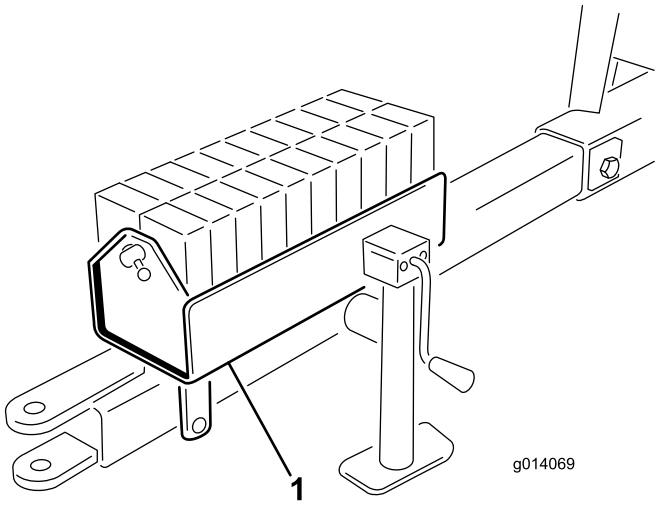

Figuur 6
5. Vul de gewichtsbehuizing met de gewichten en monteer de stang en de pen (Figuur 6).